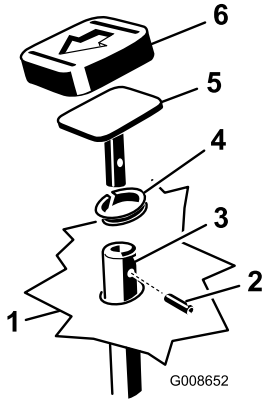

Figure 10
16. Press the floor plate bushing into the hole in the floor plate (Figure 10).
17. Place the floor plate w/bushing over the turnaround shaft and into mounting position (Figure 10). Secure the floor plate to the frame with the (4) flange bolts previously removed.
18. Insert the pedal mounting pin into the end of turnaround shaft (Figure 10). Rotate the pedal until it is parallel to the floor plate and the pedal holes align with the shaft hole.
19. Secure the pedal to the shaft with a roll pin (Figure 10).
20. Affix the pedal pad to the top of the pedal (Figure 10).